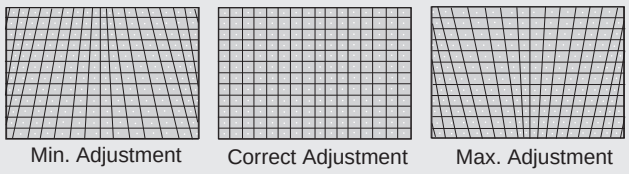

Figure 35. **Trapezoid Adjustment**
1. Enter Serviceman Mode, select “TRAP” and Adjust DATA so that lines at right and left are vertical like a solid line (See Fig. 35)